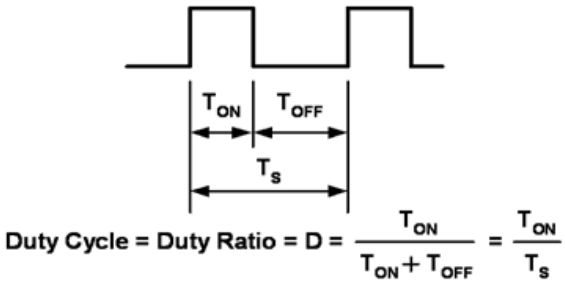

**Figure 13.**
generate audible sound. Dimming is achieved by turning the LEDs on and off for a portion of a single cycle. This on/off cycle is called the Duty cycle (D) and is expressed by the amount of time the LEDs are on (Ton) divided by the total time of an on/off cycle (Ts) (Figure 13).